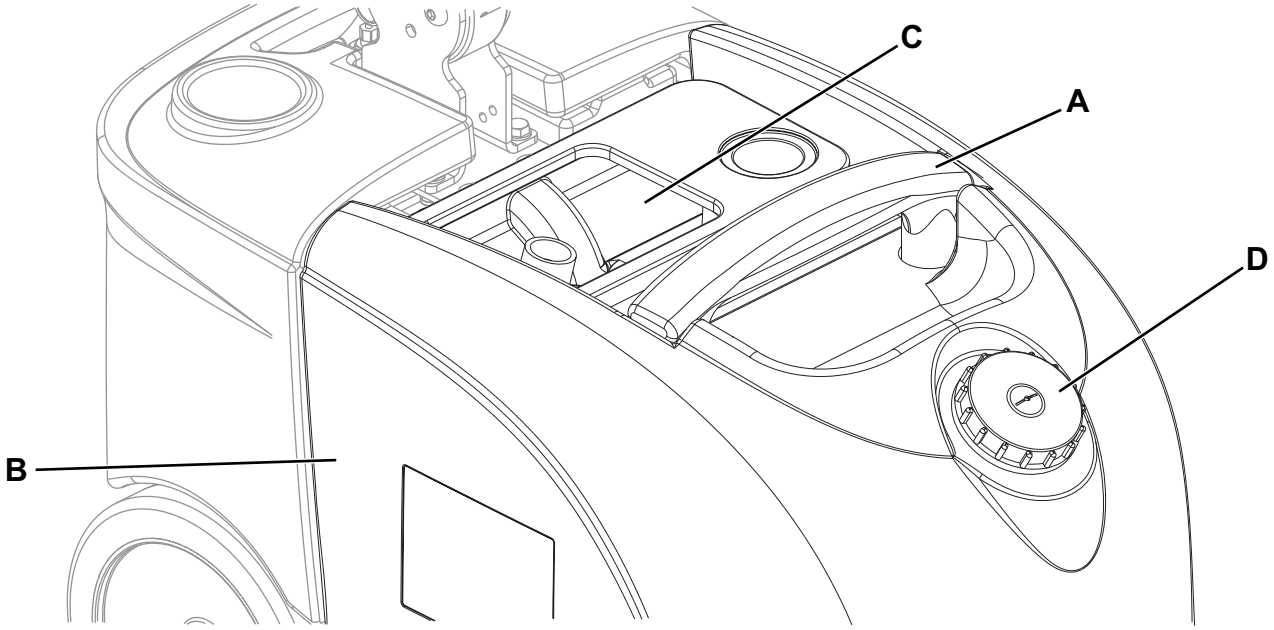

**Figure 3**
1. Check that the function selection knob (31) is turned to "0".
3. Remove the transparent cover (24).
4. Grasp the handle (A, Fig. 3) and lift the tank assembly (B).
5. Empty the recovery tank (C). Then, rinse the tank with clean water.
6. Open the plug (D) and drain the solution tank. Then, rinse the tank with clean water.
7. Reinstall the tank assembly (22) on the machine frame and the transparent cover (23).